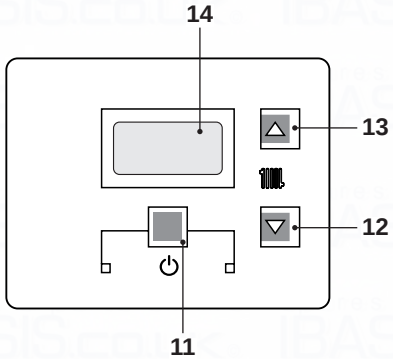

Fig. 2.5
- Press the key 11 for 2 seconds until symbol appears on the display Fig. 2.5.
The output temperature of c.h. water can be adjusted by acting on keys 12 (reduce) and 13 (increase) (Fig. 2.5) from a minimum of about 25°C to a maximum of about 85°C. Press one of the two keys once to display the "set" value. Press again to access the modification.
However, if the ambient temperature is not comfortable, the flow temperature of the heating plant can be increased or reduced by ± 15°C by acting on keys 12 (reduce) and 13 (increase) (Fig. 2.5).